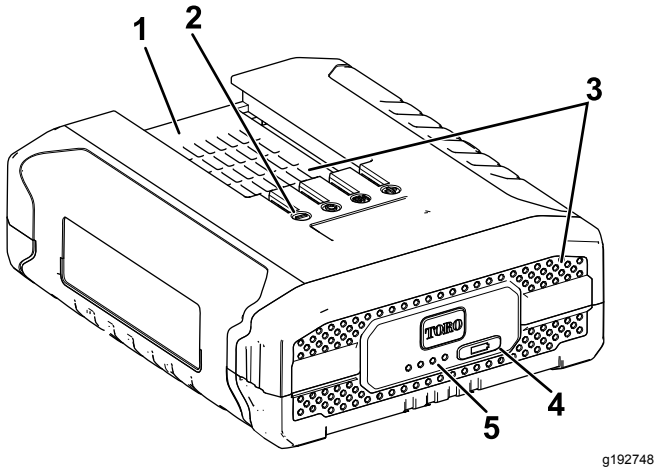

Figur 7
3. Innrett kammeret i batteripakken (Figur 7) med koblingsarmen på laderen.